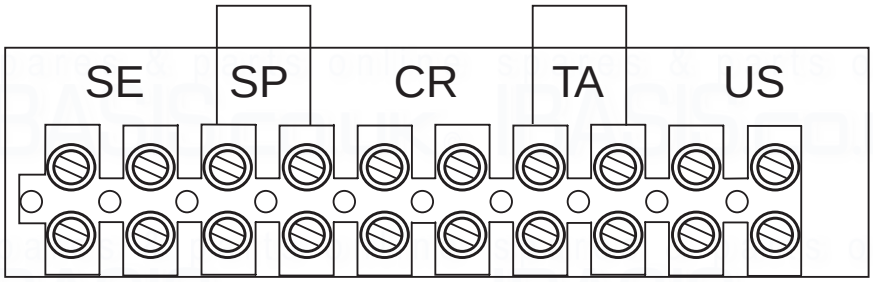

FIG. 2.10
3. Connect any external controls to their respective connections as shown in **(FIG. 2.10)**.